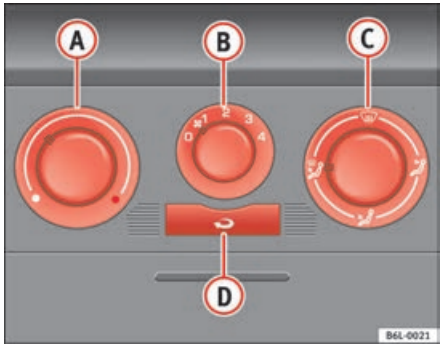

Fig. 92 On the dash panel: Heater controls
– Turn the temperature selector ⇒ fig. 92 (1) anti-clockwise.
– Turn blower switch (7) to speed settings 1-4.
– Set the airflow to the desired direction using air distribution control (C).
– Turn the temperature selector ⇒ fig. 92 (A) clockwise to select the required temperature.
– Turn the temperature selector ⇒ fig. 92 (A) clockwise to the maximum temperature.
– Turn the blower switch (B) to setting 4.
– Close outlet (3).
– Open and turn outlet (4) towards side windows
– Turn the temperature selector ⇒ fig. 92 (A) to the heating zone.
– Turn blower switch (7) to speed settings 2-3.
– Close outlets (3).
– Open and turn outlets (4) towards side windows